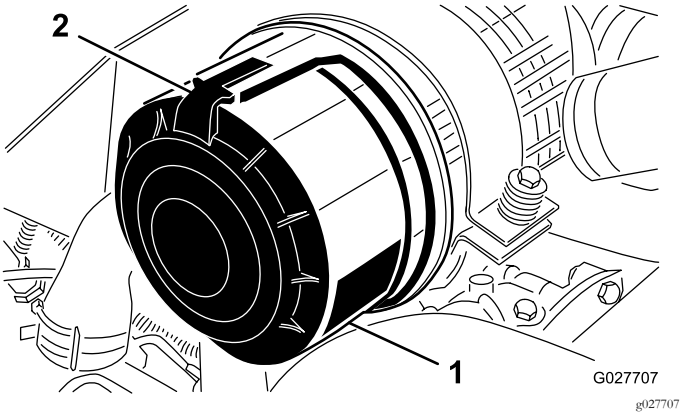

Rysunek 62
1. Zwolnij zaczepy mocujące pokrywę filtra powietrza do obudowy filtra powietrza (Rysunek 62).